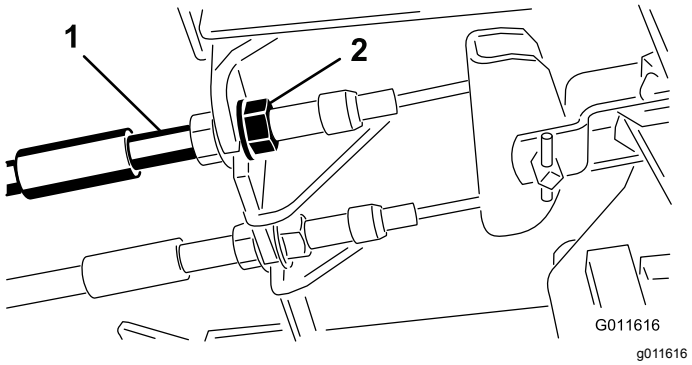

Figuur 97
1. Om de speling op de rempedalen te verkleinen, draait u de remmen vast. Draai hiervoor de voorste moer op het draadeinde van de remkabel los (Figuur 97).